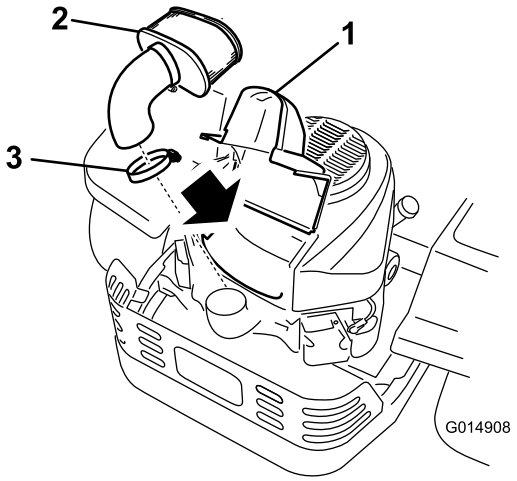

Figure 31
4. Lift the cover, and remove the hose clamp securing the air-cleaner assembly to the engine (Figure 31).
5. Loosen the hose clamp and remove the paper element (Figure 31).